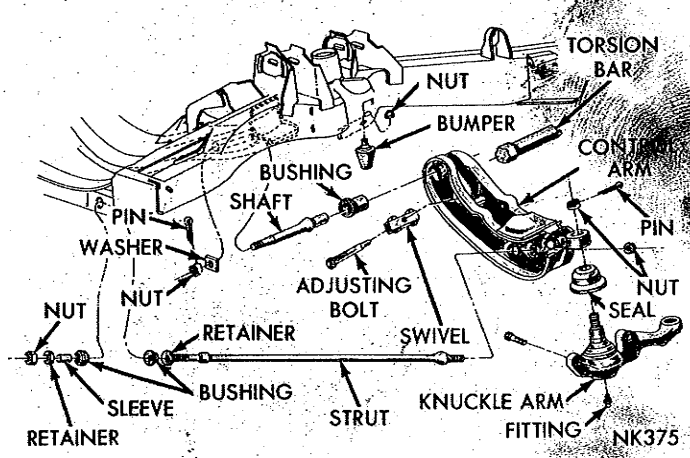
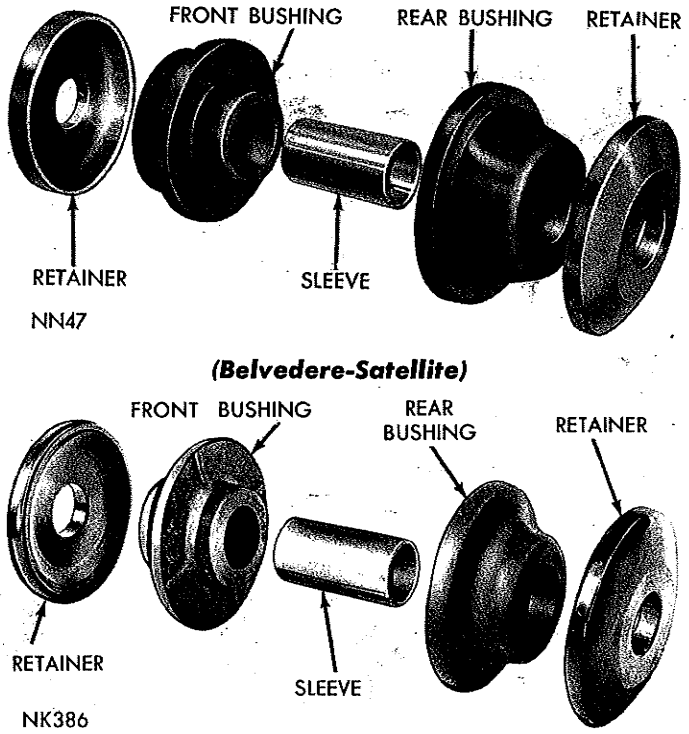

*Fig. 11—Lower Control Arm (Fury)*
*Fig. 13—Strut Crossmember Bushing (Fury)*
## LOWER CONTROL ARM AND SHAFT (Fig. 11)
(7) Remove strut front nut and bushing retainer (Fig. 11) from forward end of cross-member.
(8) Remove cotter pin, nut and washer from lower control arm shaft (Fig. 11).
(9) Tap end of lower control arm shaft with a "soft end" hammer to aid in removal of shaft from crossmember.
(10) Remove lower control arm, shaft and strut as an assembly.
(11) Remove strut bushing from crossmember only if damaged. All models (except Valiant) use a three piece bushing arrangement (Fig. 13).
(12) Remove strut bushing inner retainer from strut.
(1) On Valiant Models, install new strut bushing with a twisting motion. Water may be used as a lubricant to aid in installation. On all other models, position rear bushing half (Fig. 13) into crossmember.
(2) Place strut bushing inner retainer on strut and install lower control arm shaft and strut assembly.
(3) Install strut front bushing and inner sleeve. Install strut bushing outer retainer and nut finger tight only.
(4) Install lower control arm shaft washer and nut finger tight only.
(5) Position lower ball joint stud into lower control arm and tighten nut 100 foot-pounds (Fury Models 115 foot-pounds). Install cotter pin.
(6) Position brake support on steering knuckle and install two upper bolts and nuts finger tight only.
(7) Position steering knuckle arm on steering knuckle and install two lower bolts and nuts.
(8) Tighten upper bolt nuts 55 foot-pounds. Tighten lower bolt nuts 100 foot-pounds (Valiant) 120 foot-pounds (Belvedere-Satellite-Fury).
(9) Inspect tie rod end seal and replace if damaged. Connect tie rod end to steering knuckle arm and tighten nut 40 foot-pounds. Slide tie rod end seal protector over tie rod end and install cotter pin.
(10) Connect shock absorber to control arm and tighten nut 50 foot-pounds and install torsion bar.
(11) Install wheel, tire and drum assembly and adjust front wheel bearing (Group 22).